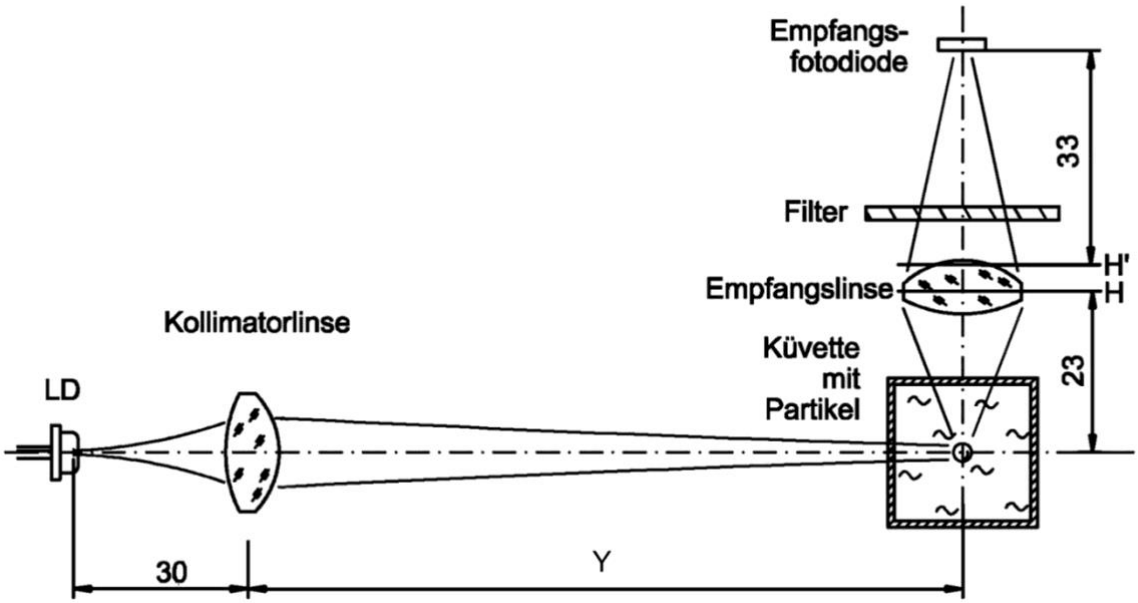

Abb. 2 Optikschema eines Fluoreszenzsensors
4. Wesentliche Details sind eindeutig zu benennen, zu kennzeichnen (Bezugspunkt, Bezugslinie, laufende Nummer) und im Textteil zu beschreiben (siehe Anlage Abb. 2).
Abbildung 2 Optikeinheit Laserdrucker: Chassis (1), Steuereinheit (2), Polygonspiegel (3), Lasereinheit (4), Steuerplatine Lasereinheit (5), Planspiegel (6), Formlinse (7), Empfängerdiode (8)